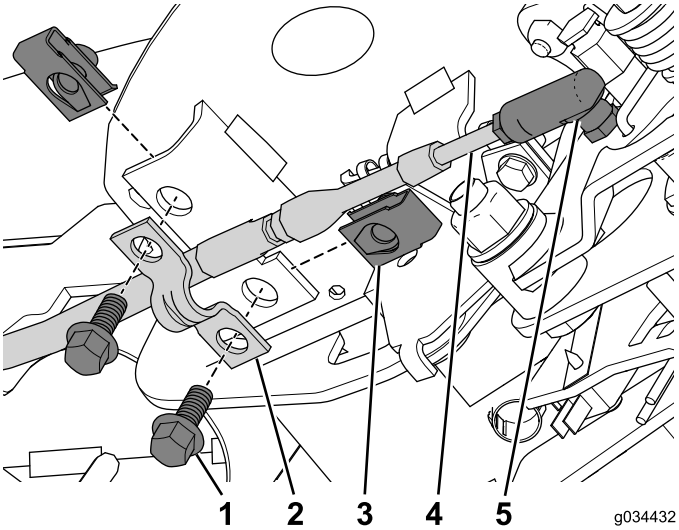

Rysunek 25
3. Podłącz linkę blokady położenia neutralnego do złącza linki (Rysunek 25).
4. Przykręć nakrętkę ustalającą do zespołu konsoli (Rysunek 25).
5. Używając 2 śrub (1/4 x 5/8 cala), zamocuj linkę z zaciskiem linki do zespołu konsoli (Rysunek 25).